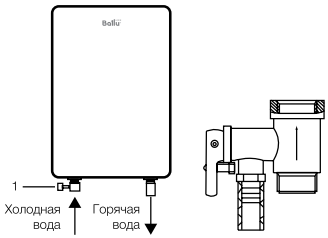

Рис. 5
- Предохранительный обратный клапан следует устанавливать в месте входа холодной воды (см. рис. 5).